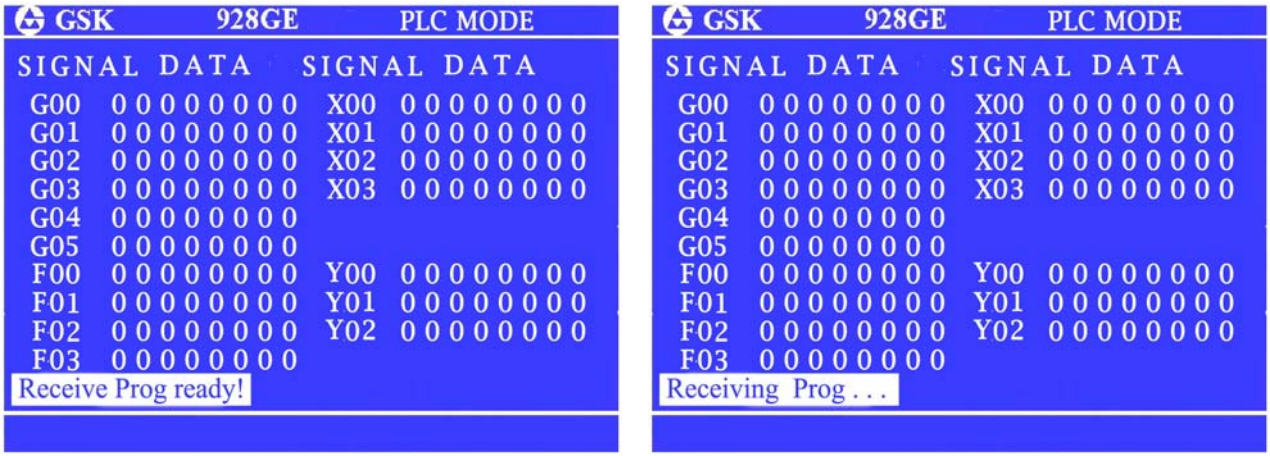

Fig. 3-4 PLC program input
3. After the system is ready, please press ENTER and the suggestion is shown in the figure 3-4, PLC program of CNC system is sent to the external computer.
1. The user can switch 928G CNC system into user diagnosis interface, press R key, the system reminds and is shown in the left figure 3-4;
3. After specifying the system ready, press ENTER, which is shown in the right figure 3-4; and the program of external computer is transmitted to CNC system;